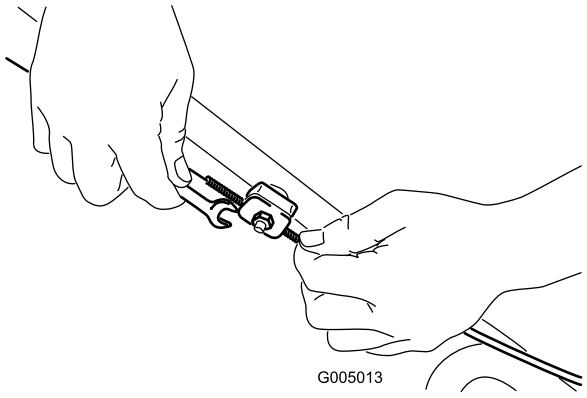

Figur 29
1. Lossa muttern som håller fast kabeln (Figur 29).